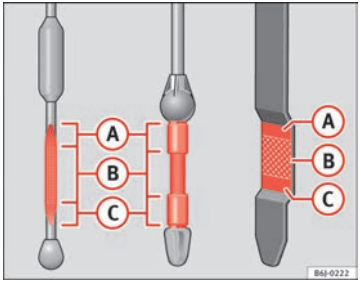

Fig. 164 Asta di misurazione livello olio motore
– In seguito, estrarla di nuovo e controllare il livello dell'olio ⇒ fig. 164. Se necessario, rabboccare dell'olio.